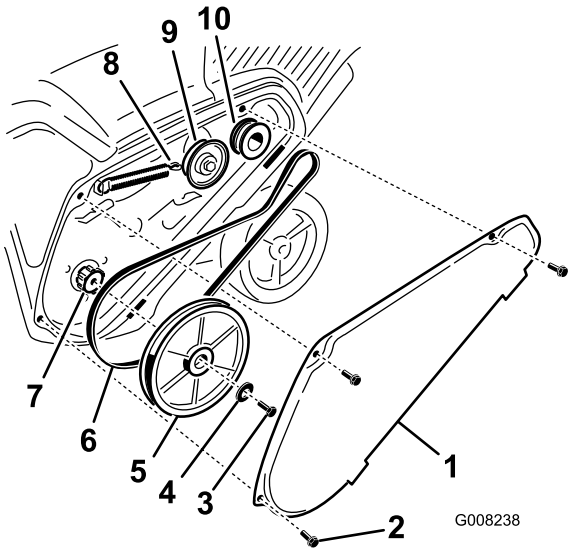

Figure 27
2. Unhook the brake spring from the idler arm to release the belt tension (Figure 27).
3. Remove the screw and curved washer that holds the rotor pulley (Figure 27).
4. Remove the rotor pulley and the drive belt (Figure 27).
Note: Route the new drive belt first around the engine pulley, then the idler pulley, and finally around the loose rotor pulley positioned just above the rotor shaft (Figure 27).
6. Install the rotor pulley onto the rotor shaft (Figure 27).
7. Install the curved washer and the rotor pulley bolt and tighten them securely (Figure 27).